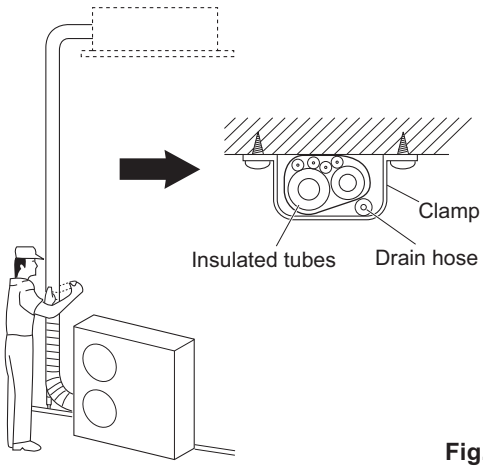

Fig. 2-320
(1) At this time, the refrigerant tubes (and electrical wiring if local codes permit) should be taped together with armoring tape in 1 bundle. To prevent the condensation from overflowing the drain pan, keep the drain hose separate from the refrigerant tubing.
(2) Wrap the armoring tape from the bottom of the outdoor unit to the top of the tubing where it enters the wall. As you wrap the tubing, overlap half of each previous tape turn.
(3) Clamp the tubing bundle to the wall, using 1 clamp approx. each meter. (Fig. 2-320)